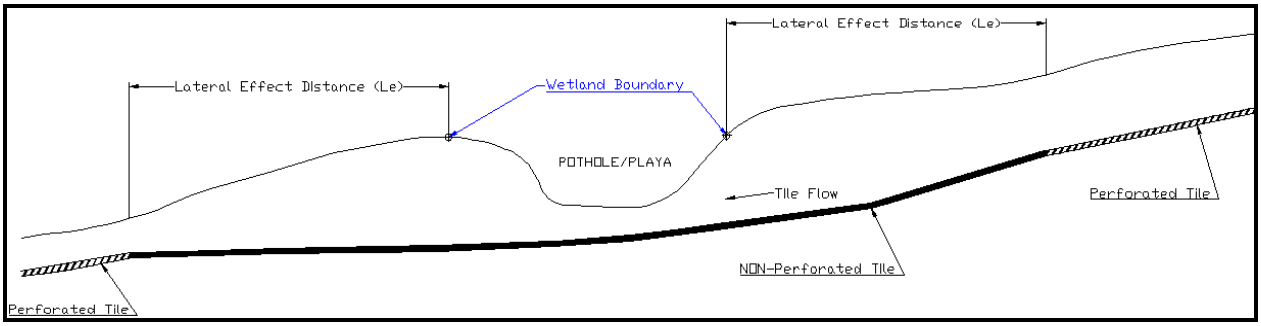

Figure 9 – Nonperforated tile through a wetland and to the Le distance.
1. There are two options for installing tile through wetlands. The first option is to install nonperforated tile through the wetland and the applicable (x1 or x3) lateral effect distance from the wetland. Examples are shown in Figures 9 and 10.